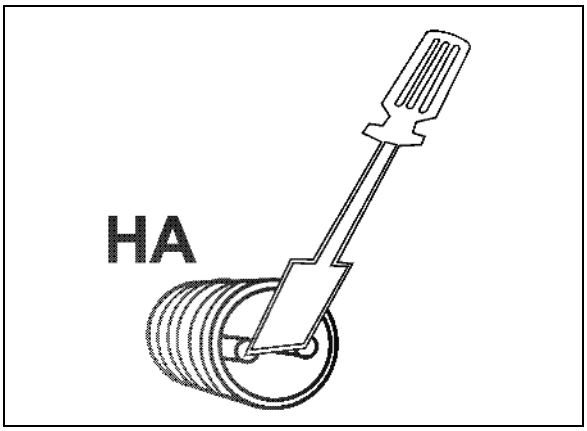

図 13
3. 接続ソケットのピンは小型のドライバーで複数回ブリッジします (図 13)。